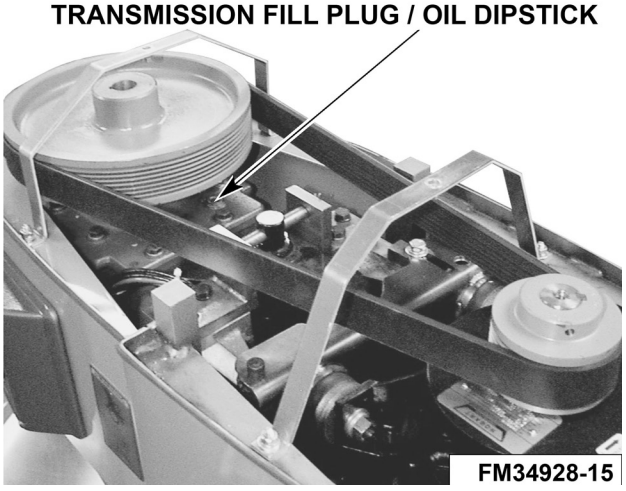

Fig. 1
Place a level on the top rim of the large pulley (Fig. 1). Slide shims under the base contact surface of the mixer as required, leveling it front-to-back and side-to-side.
- Unscrew the dipstick using a 3/8" hexagon Allen key and check the oil level. The oil level must be between the two grooves on the dipstick. Refer to Fig. 1 for the dip stick position. Do not overfill the transmission, as leakage may result. Contact your local Hobart Service office for the recommended transmission oil.